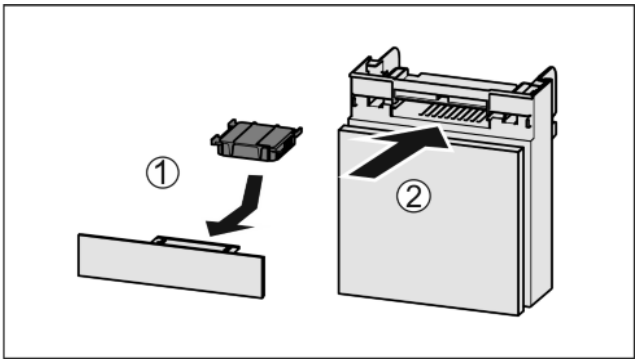

Fig. 45
▶ Insert the carbon filter as shown in the diagram *Fig. 45 (1)*.
▶ Push the compartment in *Fig. 45 (2)*.